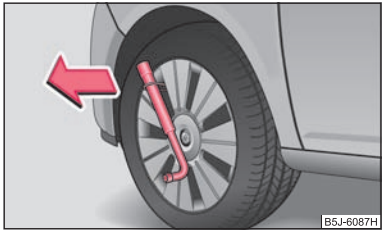

Fig. 148 Removing the full wheel trim
– Push the wheel key through the clamp, support the wheel key on the tyre and pull off the wheel trim ⇒ fig. 148.